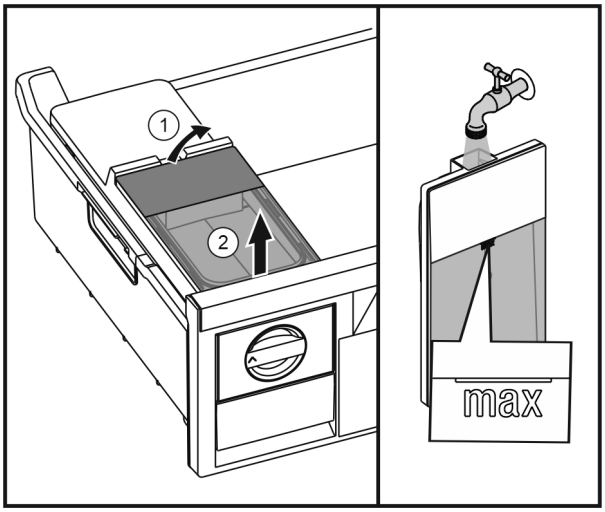

Fig. 31
▶ Wassertank von hinten anheben *Fig. 31 (1)* und nach oben entnehmen *Fig. 31 (2)*.